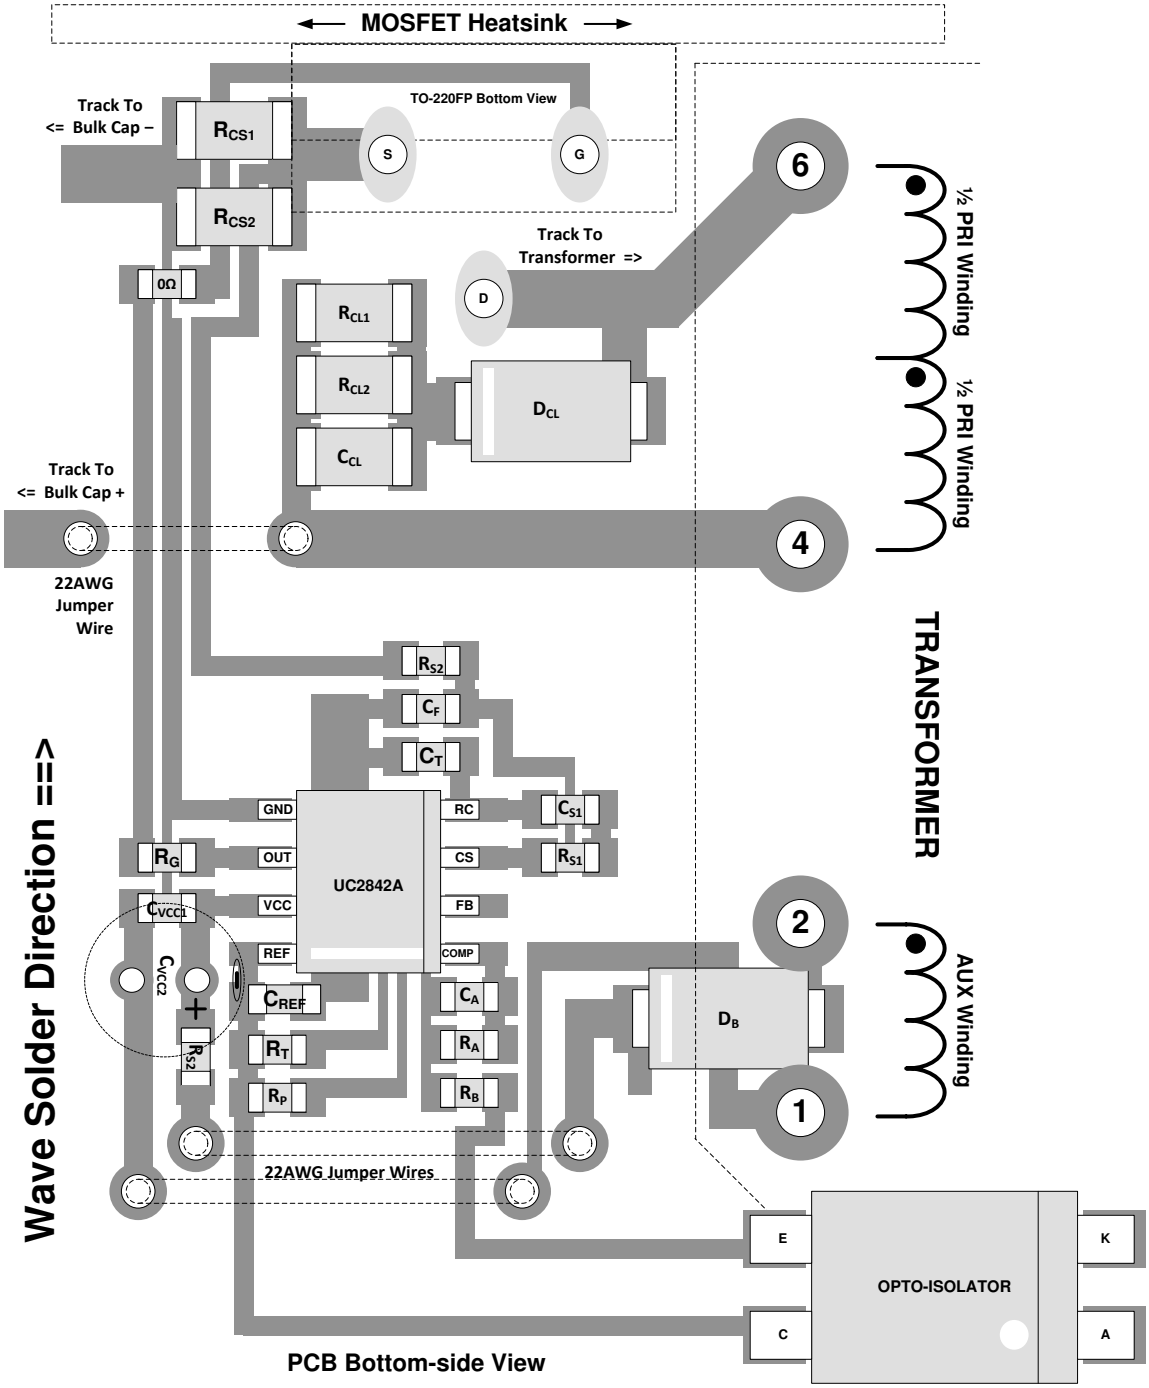

図 9-1. レイアウトの図
- 単層の基板上でウェーブ半田用に配置された SMD 部品を、図 9-1 に示します。複数の層を使用する場合は、相互接続を容易にし、電流ループ領域を減らすため、一部の部品を再配置できます。半田付けプロセスで可能なら、SMD 部品を垂直方向に配置すると、相互接続やループ領域が改善される場合があります。